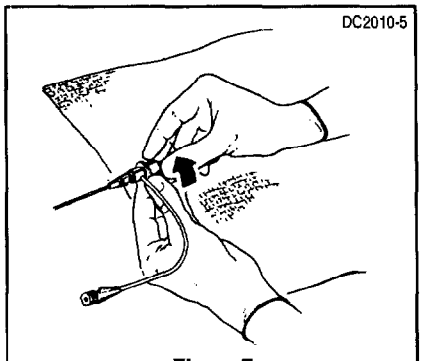

Figure 7. Securing probe to T-B adapter
8. Firmly tighten the compression nut to secure the probe in place (Figure 7). Aspirate any air from the side port. Institute a continuous or intermittent heparinized flush through the side-port fitting of the T-B adapter.